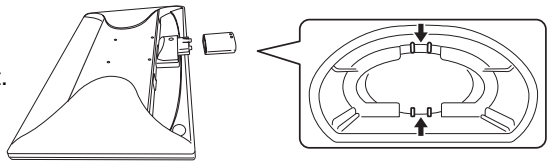

Figure S.2
4. Remove stand neck. Push down 2 tabs and remove stand neck (**Figure S.2**).